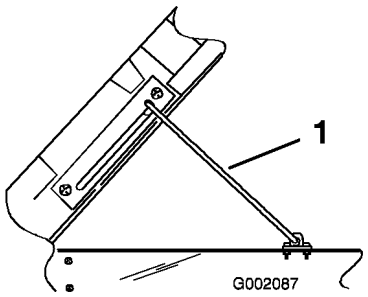

Figur 24
2. Trekk støttestangen inn i sperresporet og fest kassen (Figur 24).